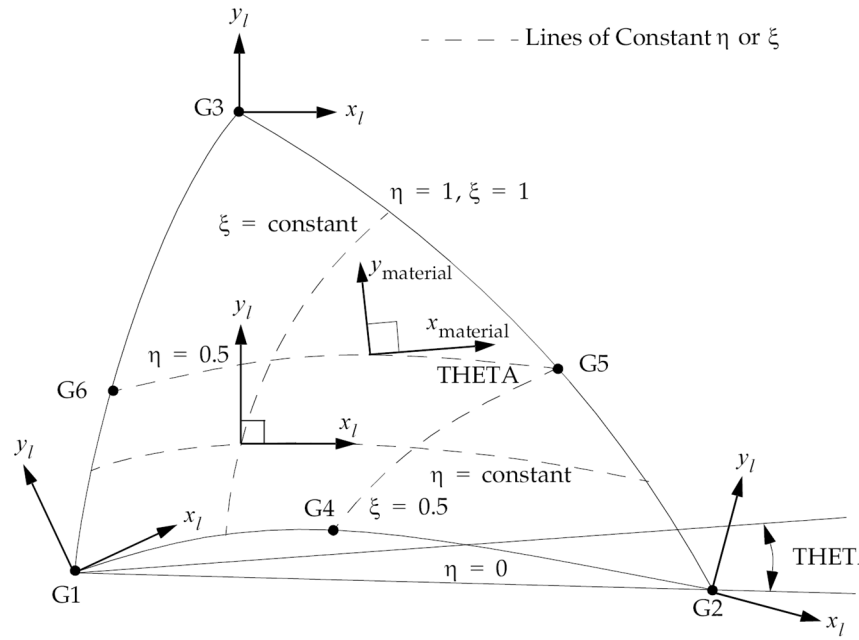

Figure 12-62. CTRIA6 Element Geometry and Coordinate Systems
2. Grid points G1 through G6 must be numbered as shown in Figure 12-62.
the local coordinate system identified by x_l and y_l in Figure 12-62. For hyperelastic elements, stresses and strains are output in the coordinate system defined by the CID field on the PLPLANE entry.